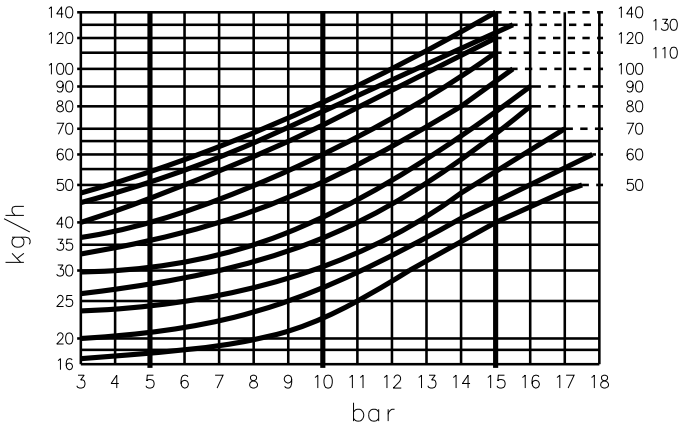

Fig. 17
– Bergonzo tip A3 - unghi 45° (Fig. 17)
Dacă se dorește un debit intermediar între cele două valori prezentate în diagramă (Fig. 17), alegeți duza cu debitul mai mare.